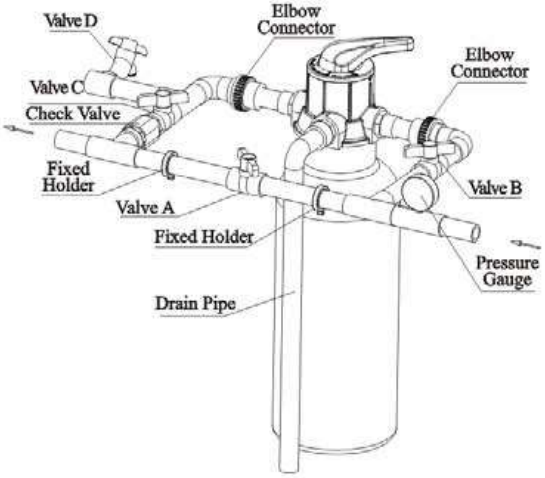

Figure 1-2
②Pipeline connection
a. As Figure1-2 shows, install a pressure gauge in water inlet.
A. Close the inlet valve B & C, and open the bypass valve A. After cleaning the impurities in the pipe, close the bypass valve A. (As Figure 1-2 shows, the same as below)